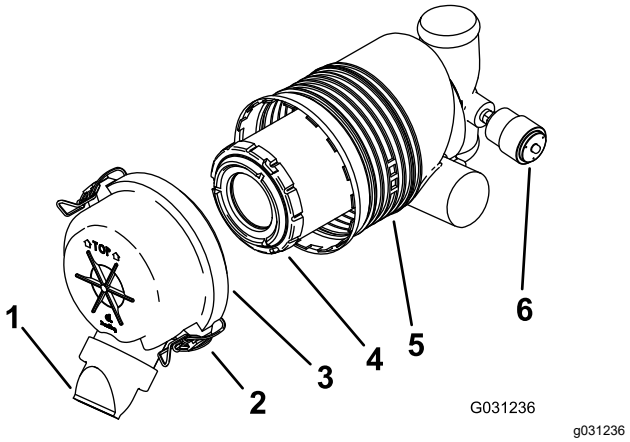

**Rysunek 41**
***Ważne:*** **Filtr powietrza wymieniaj tylko wtedy, gdy wskaźnik serwisowy wskazuje kolor czerwony (Rysunek 41). Zbyt wczesna wymiana filtra powietrza może jedynie zwiększyć ryzyko wprowadzenia zanieczyszczeń do silnika po zdjęciu filtra.**
5. Zwolnij zatrzaski znajdujące się na filtrze powietrza i zdejmij pokrywę filtra powietrza z obudowy filtra (Rysunek 41).
- Jeżeli wskaźnik serwisowy jest przezroczysty, zamontuj pokrywę filtra powietrza wraz z osłoną przeciwpyłową, skierowaną w dół i zamocuj zatrzaski (Rysunek 41).
1. Delikatnie wysuń filtr powietrza z obudowy (Rysunek 41).
3. Ostrożnie zamontuj filtr (Rysunek 41).
4. Zamontuj pokrywę filtra powietrza wraz z osłoną przeciwpyłową skierowaną w dół i zamocuj zatrzaski (Rysunek 41).